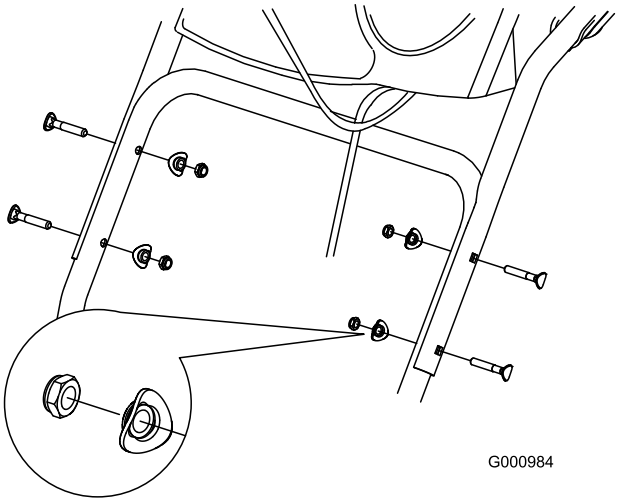

Figuur 4
2. Bevestig de bovenste handgreep met 4 handgreepbouten, 4 gebogen ringen en 4 borgmoeren uit de zak met losse onderdelen (Figuur 4).